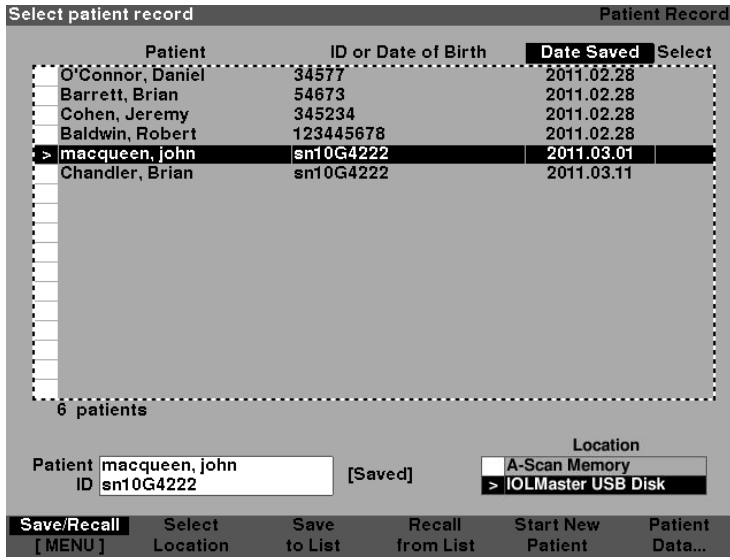

Figure 11-3 Recalling a Patient Record
1. Press the "Patient Records" button located at the right side of the instrument. The Patient Record Screen as shown in Figure 11-3 on the next page will be displayed.